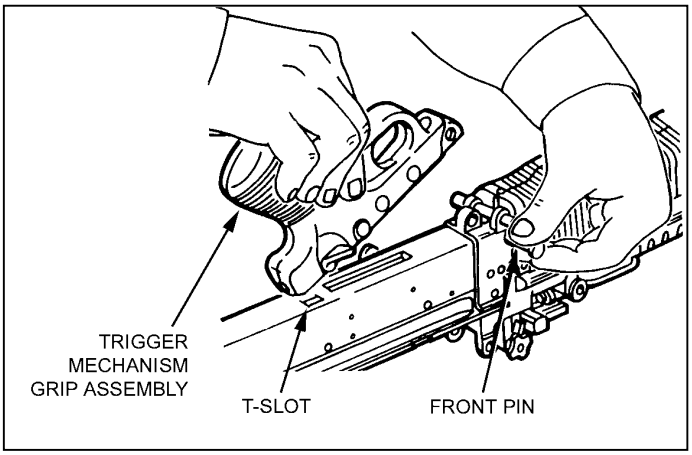

Figure 2-15. Replacing the trigger mechanism grip assembly.
b. **Replacing the Trigger Mechanism Grip Assembly**. To replace the trigger mechanism grip assembly, the gunner positions it on the bottom of the receiver, aligns it with the T-slot, and installs the front pin from the left side. He slides the slotted end of the flat leaf spring on the front pin. (The hooked end of the flat leaf spring should bend outward.) He pushes down and slides the hooked end of the flat leaf spring onto the grooved pin (Figure 2-15).